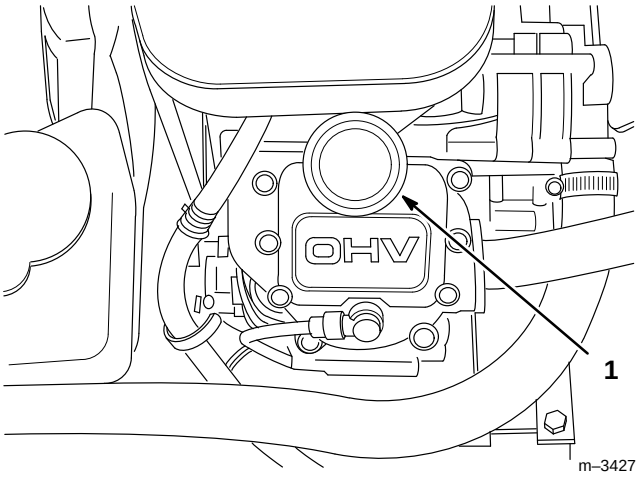

Figure 30
6. Retirer le bouchon de remplissage d'huile (Fig. 30) et remplir le carter d'huile moteur de haute qualité, de classe de service API SG ou SH (voir tableau de viscosité) jusqu'au niveau requis.
7. Verser lentement environ 80% du volume d'huile spécifié dans le goulot de remplissage (Fig. 30), puis contrôler le niveau d'huile, voir Contrôle du niveau d'huile, page 16. Rajouter de l'huile lentement pour amener le niveau jusqu'au repère du plein (H) sur la jauge.